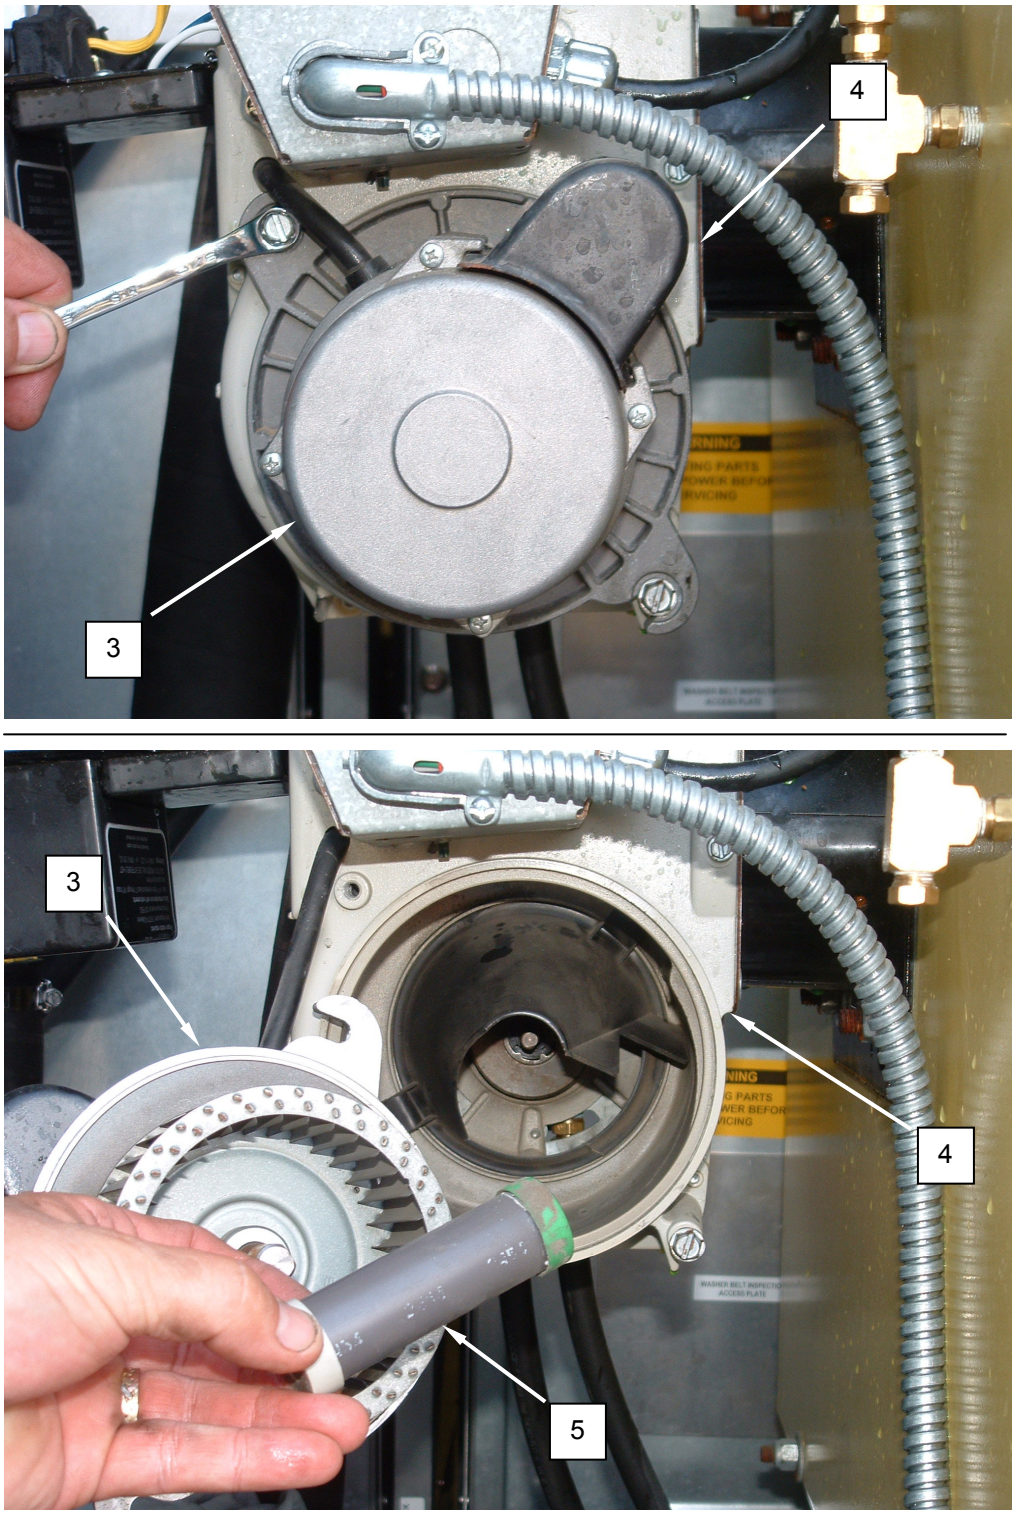

Figure 5. Replace the Fuel Pump Coupling.
2. Loosen the screws retaining the motor **(Figure 5, Item 3)** to the burner **(Figure 5, Item 4)**, and remove the motor by twisting counter-clockwise.
3. Remove the fuel pump coupling **(Figure 5, Item 5)**.
4. Install the replacement fuel pump coupling **(Figure 5, Item 5)**.
5. Ensure the fuel pump coupling **(Figure 5, Item 5)** is in place, and install the motor **(Figure 5, Item 3)**.
6. Ensure the motor **(Figure 5, Item 3)** is secure and tighten the screws retaining the motor.